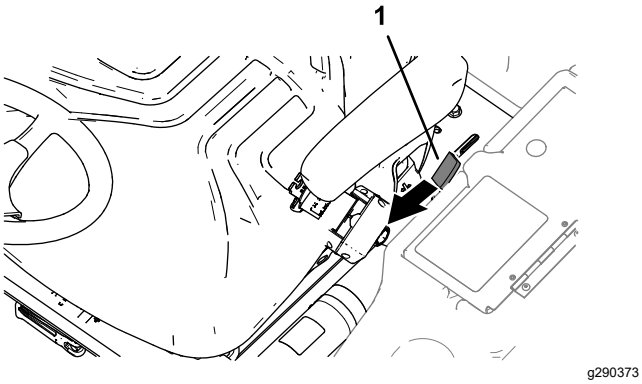

**Figur 48**
1. Flyt platformens låsehåndtag (Figur 48) mod maskinens forende, indtil låsekrogene er fri af låsebøjlen.